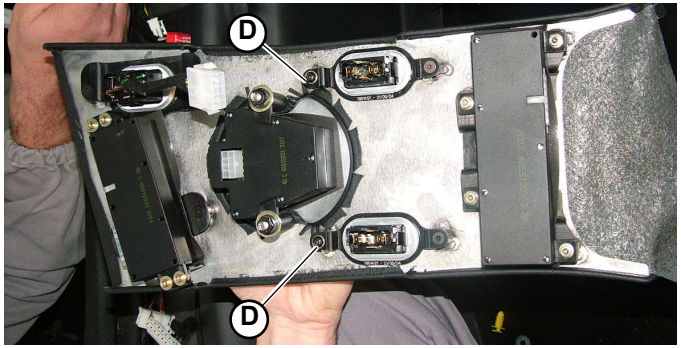

Fig.4
3. Secure the ornament to the tunnel by compressing and anchoring the 2 springs (**D-Fig.4**) (first on the right side and then on the left).